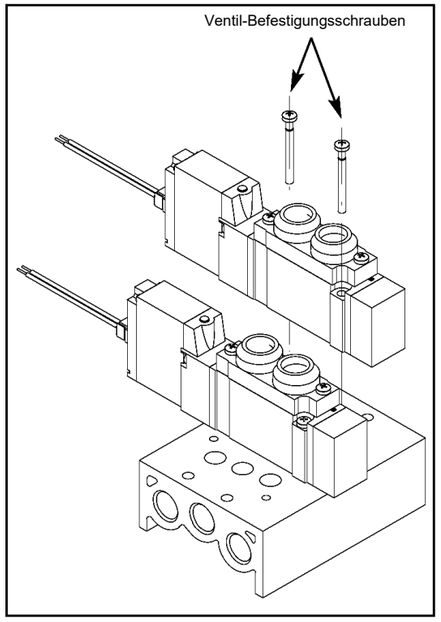

Abbildung 23
7.2.1 Wiedereinbau des Ventils (siehe Abbildung 23)